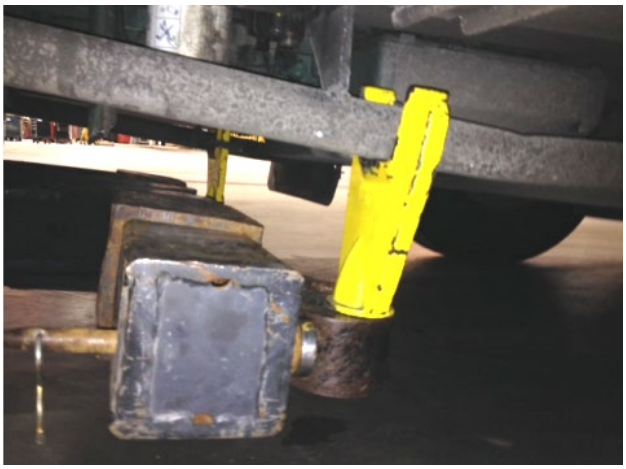

FIGURE 61 : PROPER LOCATION WHEN LIFTING THE SIDE MEMBERS
Place the forks in a transversal position i.e. perpendicularly to the side members (Figure 61).
6. Lift the tow bar until the axle forks grab the side members (Figure 61).